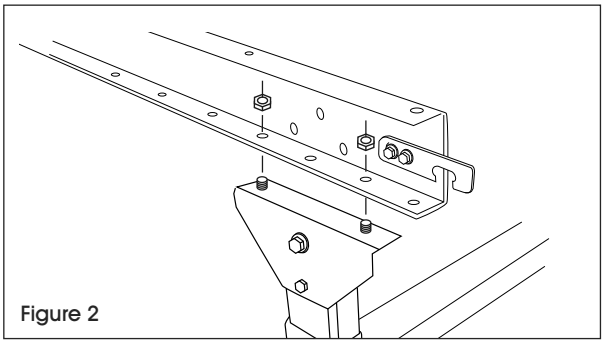

Figure 2
2. **Bolting two H-Stands to one conveyor frame:** Position H-Stands on the ends of the conveyor frame. Fasten bolts through conveyor and H-Stand. (See Figure 2)